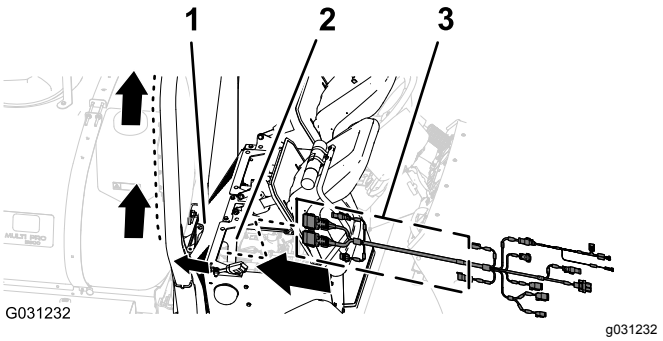

Figur 157
1. Dra datakablagedelen på 390 cm in i den högra sidan av motorrummet (bredvid motorns luftfilter) och bakåt under det nedre högra området av det bakre motorhöljet (Figur 157).